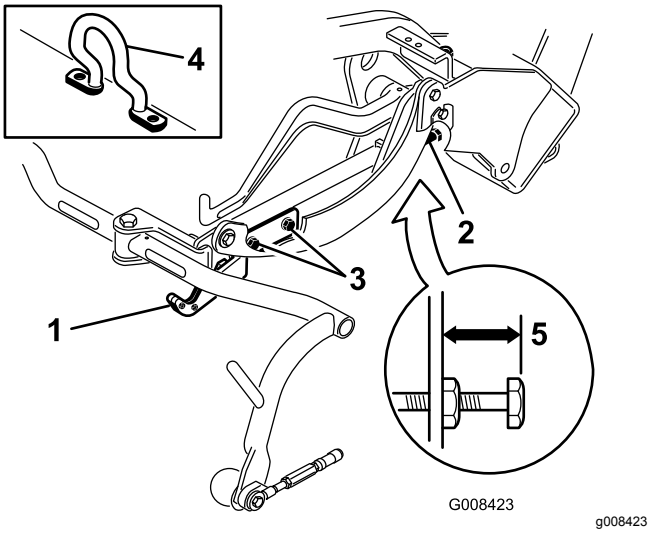
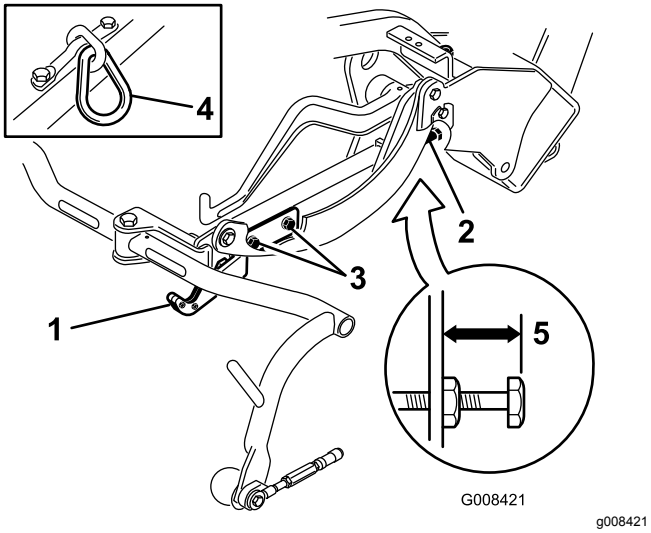
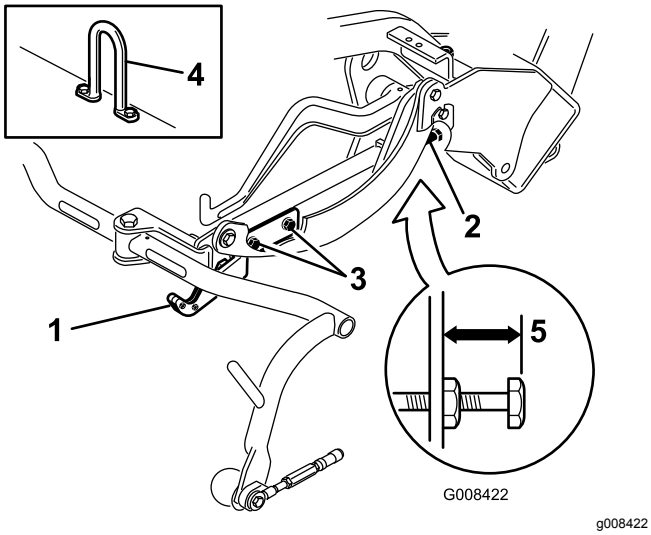

Figur 12
Figur 13
Figur 14
Sjekk transporthøyden (Figur 13 og Figur 14), og juster den om nødvendig.
2. På klippeenheter utstyrt med en forskjøvet løftekobling (Figur 12, innfelt), kontroller at avstanden fra toppen av justeringsskruen på bærerammen til baksiden av bærerammen er 25 mm. Hvis avstanden ikke er 25 mm, fortsetter du til trinn 4.
3. På klippeenheter utstyrt med en kjedekobling eller en rett løftekrok (Figur 13 og Figur 14, innfelt), kontroller at avstanden fra toppen av justeringsskruen på bærerammen til baksiden av bærerammen er 22 mm. Hvis avstanden ikke er 22 mm, fortsett til trinn 4. Hvis klippeenheten er utstyrt med en forskjøvet løftekobling (Figur 12), fortsett til neste trinn.
4. Løsne festeskruene for transportplaten (Figur 13, Figur 14 og Figur 12).
7. Hvis bærerammene ikke har samme avstand til bakken, løsne låsemutteren på bærerammens justeringsskrue (Figur 12, Figur 13 og Figur 14). Drei skruen utover for å heve, og innover for å senke. Trekk til låsemutteren når du har oppnådd korrekt høyde.